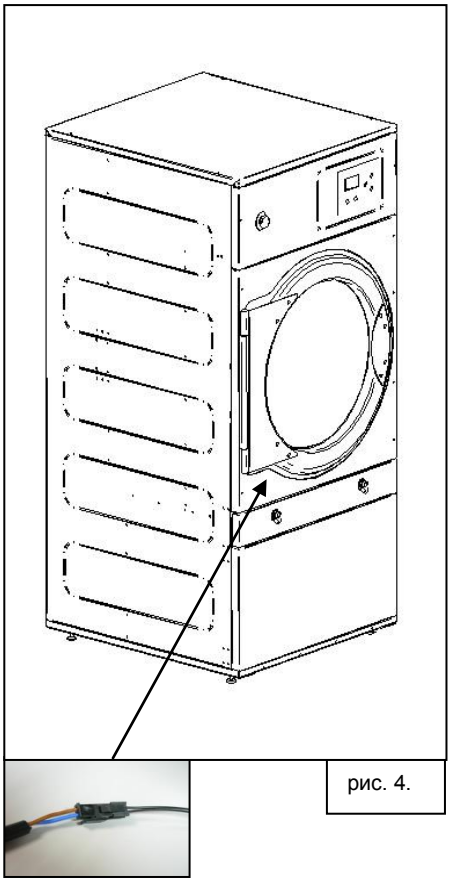

рис. 4.
7. Вновь соединить геркон уже с новым кабелем и установить крышку фильтра. Установить верхнюю крышку, которую снимали в первой операции. Процесс завершен. См. рис. 4